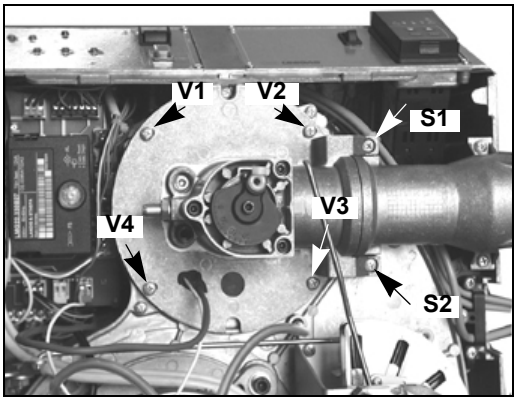

Fig. 44
- Smontaggio esame e pulizia testa di combustione (vedi Fig. 44 e successive).
1 Rimuovere le 4 viti **V1**, **V2**, **V3**, **V4** e la coppia di viti **S1** e **S2** (Fig. 44).